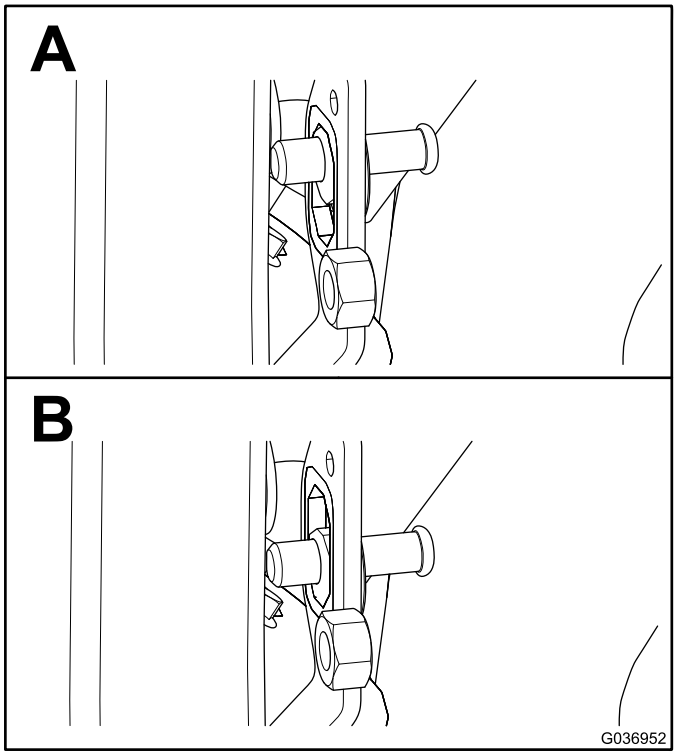

Figur 4
1. Sentrer låsestiften i låsestiftbraketten på skinnen (Figur 4).
4. Stram til låsemutteren når låsestiften når 1,9–2,2 cm, som vist i Figur 4.